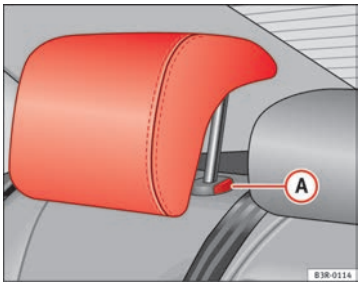

Fig. 113 Outer rear seats: Head restraints
– Press button (A) ⇒ fig. 113 and lower the head restraint.
– Press button (A) ⇒ fig. 113 and pull out the head restraint.